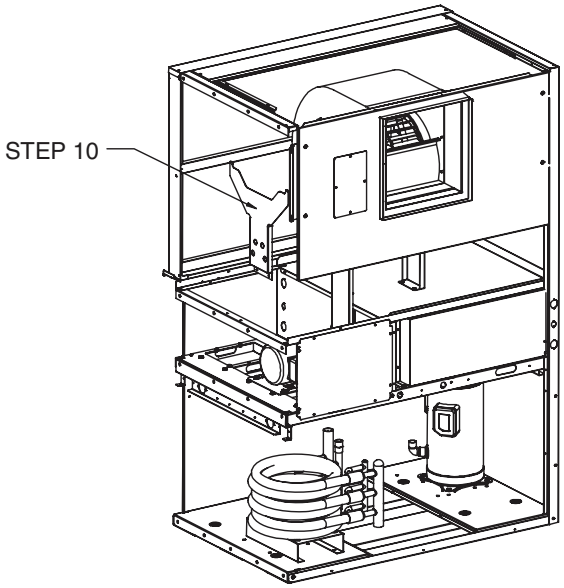

Fig. 13 — Remove Blower Glides and Reattach
10. Remove the 2 blower glides and reattach back into compressor section. See Fig. 13.